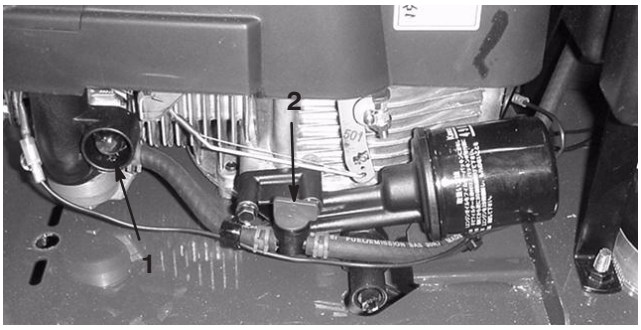

Figure 14
Press in the primer three times before starting a cold engine (Fig. 14).
The fuel shut–off valve is located on the left side of the engine. Close the valve to stop the fuel flow from the fuel tank and open the valve to allow the fuel to flow to the carburetor (Fig. 14). Close the valve when transporting the line painter or when it is not in use.
5. Press the primer three times (Fig. 14).